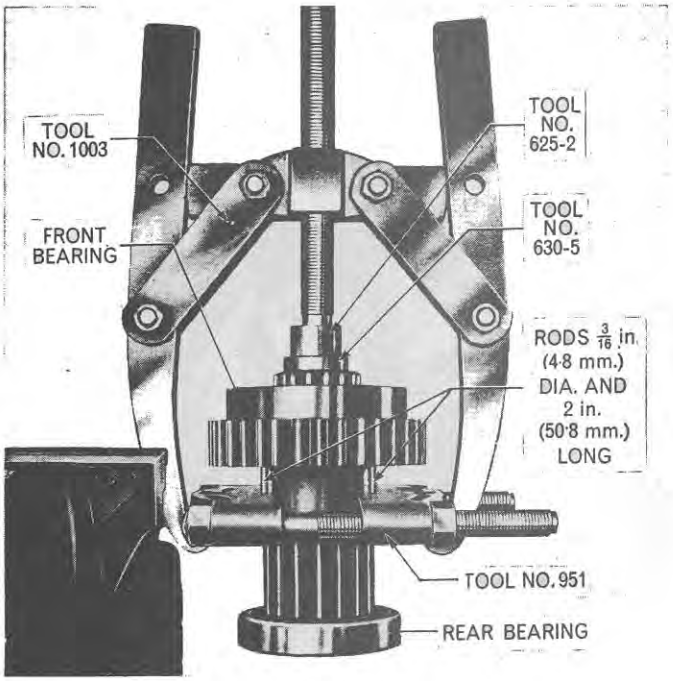

Figure 25
2. Similarly inspect the secondary countershaft front bearing and, if necessary, remove using Tools Nos. 1003, 951, 630-5, 625-2 and two pieces of steel rod $\frac{3}{16}$ in (4·8 mm) diameter and 2 in (50·8 mm) long. The two pieces of steel rod are inserted through the driving holes in the gear, Figure 24, to contact the bearing. The assembly is then mounted in the tools indicated above, so that the rods push the bearing off, Figure 25. Use the same tools as in Step 1 above to install the new front bearing.